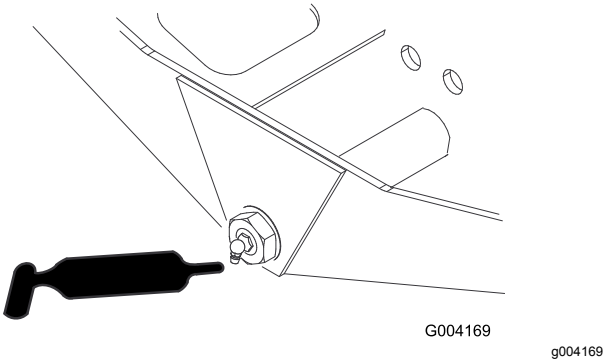

Figuur 43
- Draaipunt van asbesturing (1) (Figuur 43)